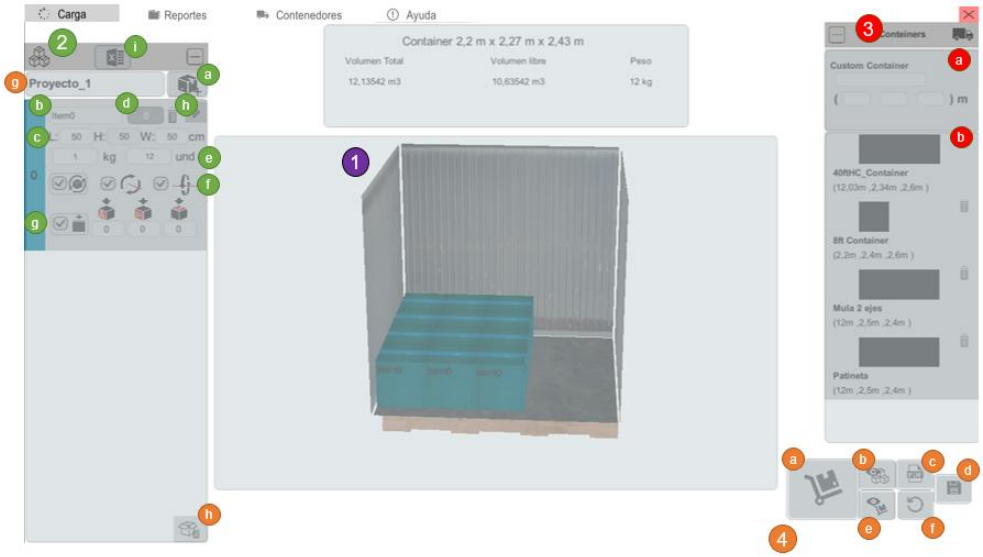

Figura 8. Interfaz principal de la pestaña Carga
Al hacer clic en la pestaña *"Carga"* usted podrá acceder a la interfaz principal de la pestaña, tal como se muestra en la Figura 8. La pestaña "Carga" cuenta con tres (3) menús los cuales le permitirán interactuar con los paquetes, los contenedores y las diferentes acciones de empaquetamiento y visualización que tiene SIC. En la Tabla 1 se describe cada botón de la pestaña *"Carga"* y el tipo de menú al que pertenece, esto acorde con las etiquetas de la Figura 8.